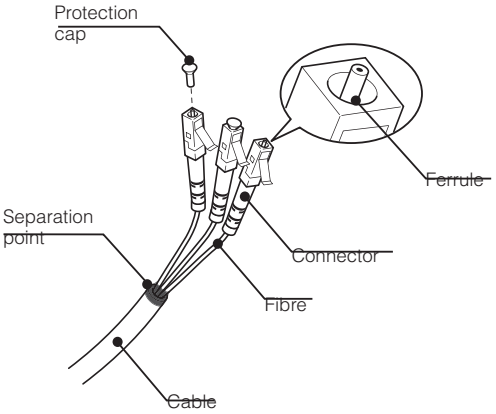

Fig.7
- The individual optical cables are delicate: always handle the main cable without touching the individual optical cables *(Fig. 7)*.